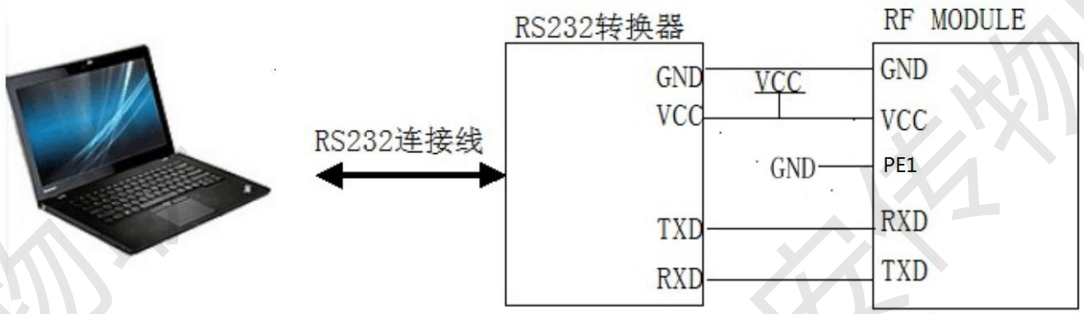

图 9.1 无线模块和电脑连接示意图（TTL）
2、把电脑串口用转换器转成相应的电平后和模块连接，如图 9.1 所示。